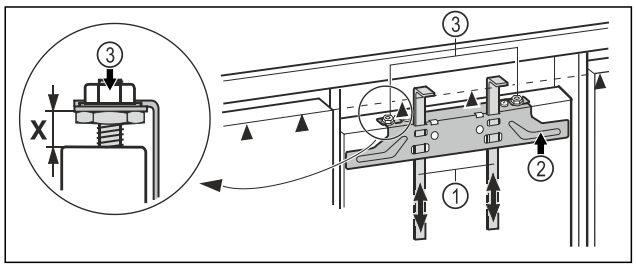

Fig. 41
▶ Montagehilfen *Fig. 41 (1)* auf Möbeltürhöhe hochschieben. Untere Anschlagskante ▲ der Montagehilfe = Oberkante der zu montierenden Möbeltür.
▶ Befestigungstraverse *Fig. 41 (2)* über die Kontermuttern *Fig. 41 (3)* abschrauben.